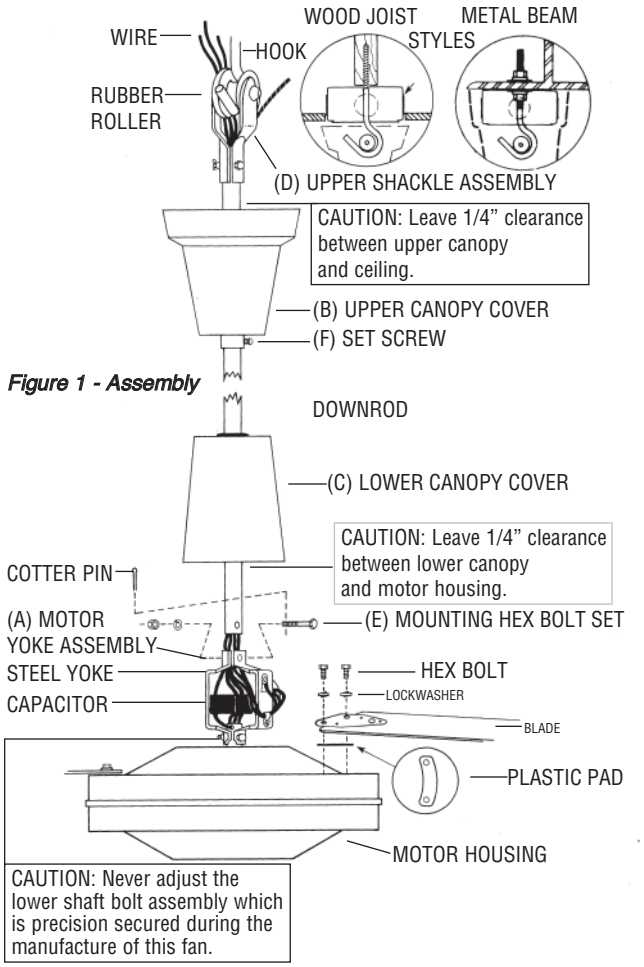

Figure 1 - Assembly
2. At the motor yoke assembly (A), remove the cotter pin and loosen the hexagon nut. Carefully remove spring washer and the hexagon screw (E). ***(See Figure 1)***
3. Slide the upper canopy cover (B) (bell shaped) up the rod. Slide the lower canopy cover (C) up to rod.
4. Feed the three wires and the safety cable through the center hole in the steel yoke connecting piece above the motor (A) and then continue feeding wires and cable through the downrod until the wires and cable come out at the upper shackle end (D).
5. Mount the downrod to the yoke (A) and replace the hexagon screw. Secure the spring washer hexagon nut and spread the coffer pin.
CAUTION: Blades must be fastened to the motor as shown in Figure 1. DO NOT reverse blades when installing.